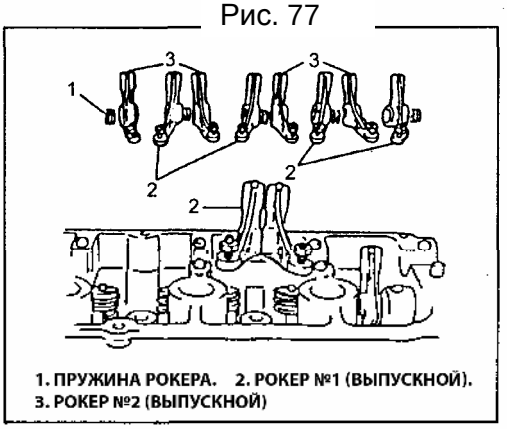

Рис. 78
2) Установите вал рокеров, рокеры (выпускные) и пружины рокеров (Рис. 78).